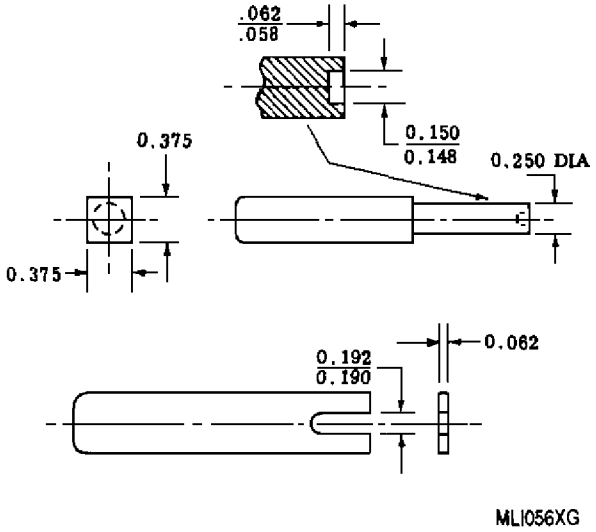

Figure 5. Retainer Washer and Pin Removal Tools
b. Slip socket (3) out of connector (4) to expose retainer washer (2). Remove washer with a retainer washer removal tool (figure 5) placed between washer and connector sleeve then “pinch−in” four fingers of socket (3, figure 4) at exposed end by axial pressure using a pin removal tool (figure 5) or equivalent.